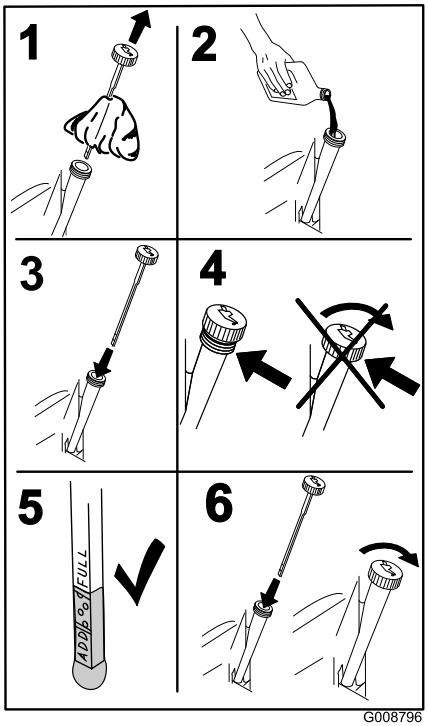

Figure 45
5. Versez lentement environ 80% de l'huile spécifiée dans le tube de remplissage puis faites l'appoint lentement jusqu'à ce que le niveau atteigne le repère du plein (**Full**) (Figure 45).